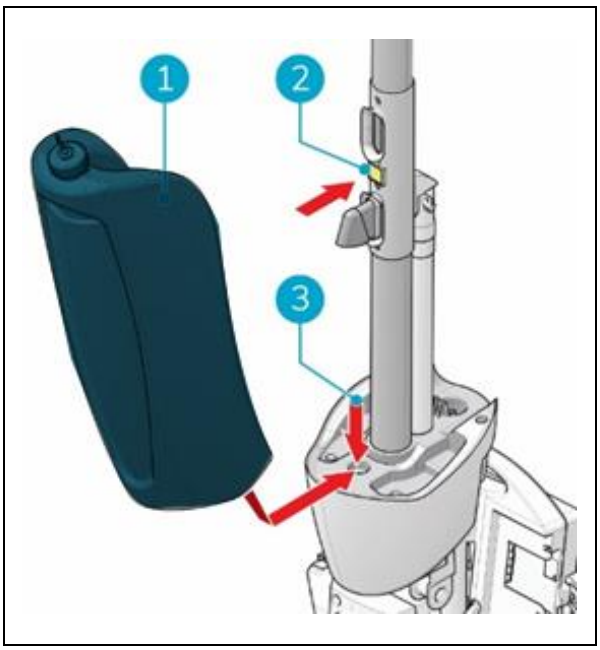

Abbildung 13
1. Setzen Sie den Boden des Auffangbehälters (Abbildung 13, Pos. 1 und Pos. 3) auf die Vorderseite des i-mop® XL.
2. Drücken Sie den oberen Teil des Behälters in die richtige Position, bis Sie ein "Klick"-Geräusch hören. Der Magnet (Abbildung 13 Pos. 2) verriegelt den Rückgewinnungsbehälter an seinem Platz.